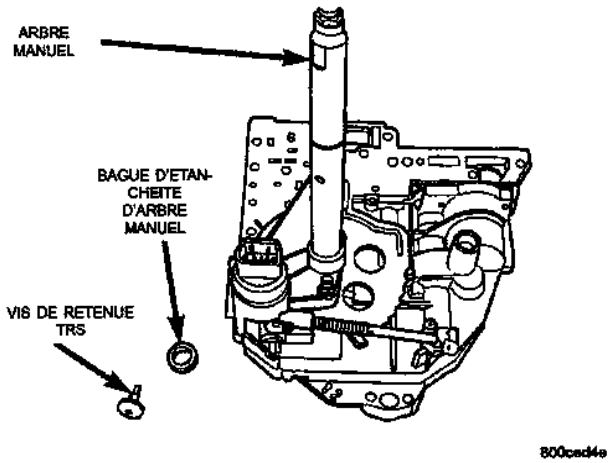

*Fig. 22 Dépose de bague d'étanchéité d'arbre manuel*
(13) Déposer la bague d'étanchéité de l'arbre manuel (Fig. 22).